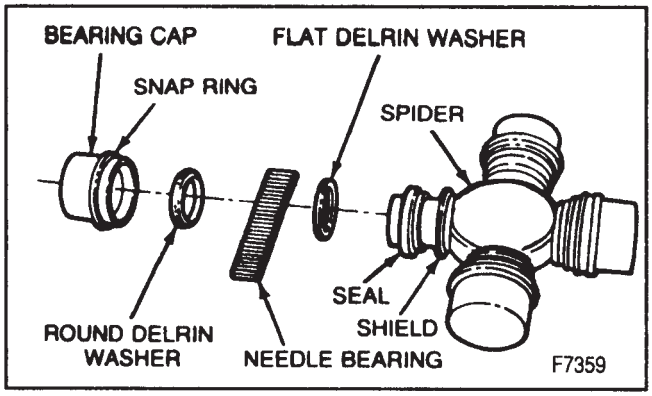

Figure 14—Internal Snap Ring Universal Joint
- If difficulty in seating the retainer is encountered, the yoke can be sprung slightly with a firm blow from a dead blow hammer (figure 14).